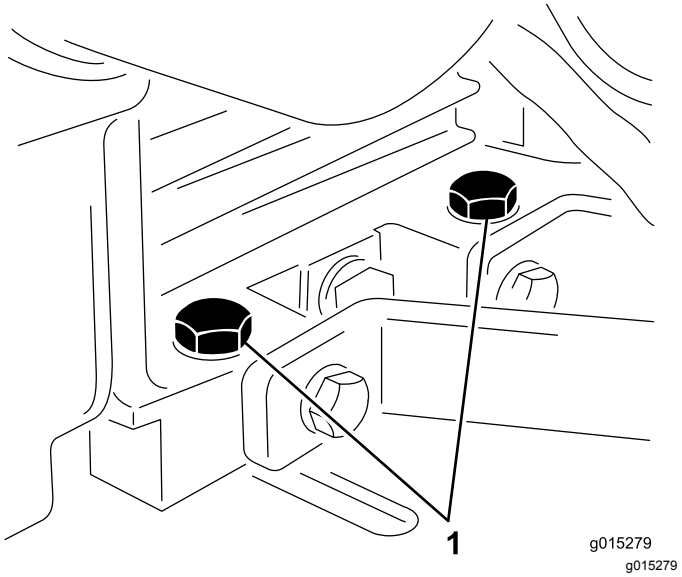

Figure 21
2. Desserrez les boulons de fixation du moteur (Figure 21).